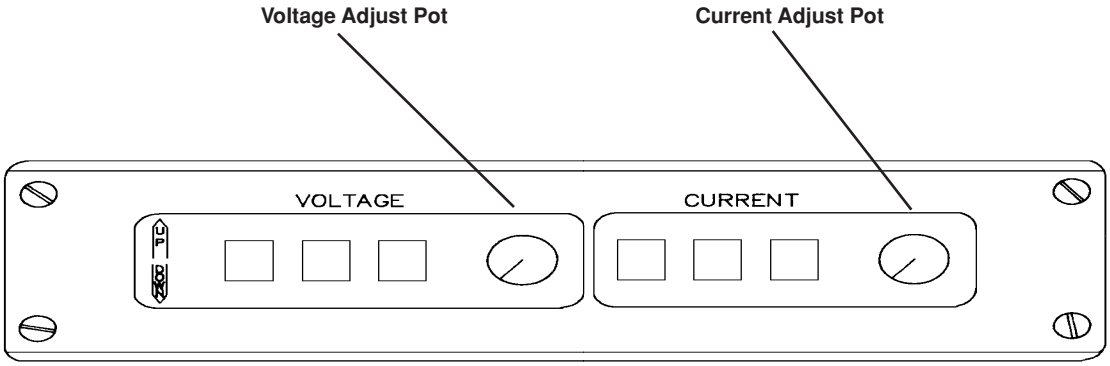

Figure 5-4 Digital Remote (DR) V/C Front Panel Controls and Indicators
Digital Remote (DR) V/C Module (Fig. 5-4)